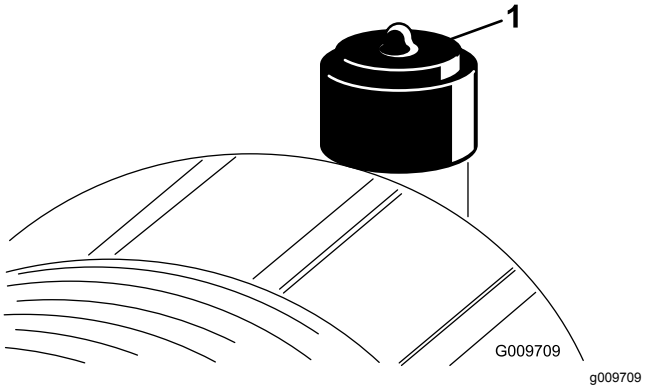

Figur 64
Overhal filteret på luftrenseren kun når indikatoren (Figur 64) tilsier det. Hvis du skifter filteret før det er nødvendig, øker det bare risikoen for at det kommer inn smuss i motoren når du fjerner filteret.
2. Tilbakestill indikatoren (Figur 64) hvis den viser rødt.